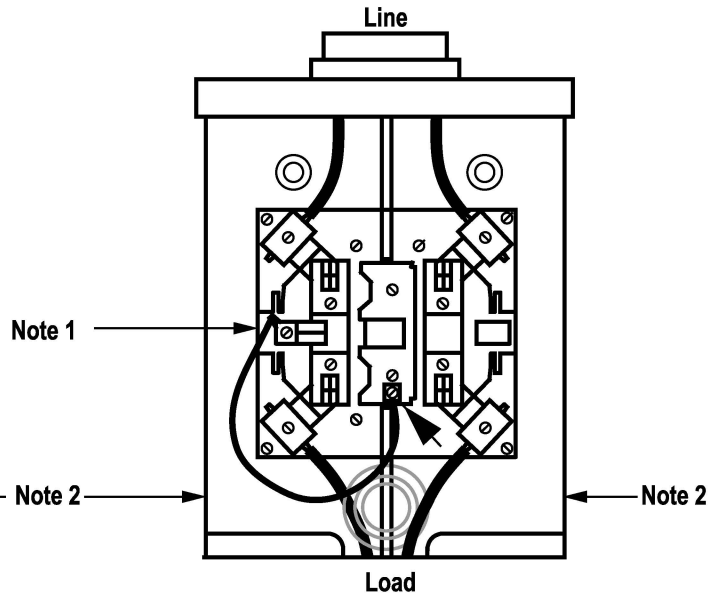

Figure 2
1. For Figure 2, install fifth terminal jaw in 9 o'clock position and connect to neutral connection with No. 12 THHN or THW sol. copper.